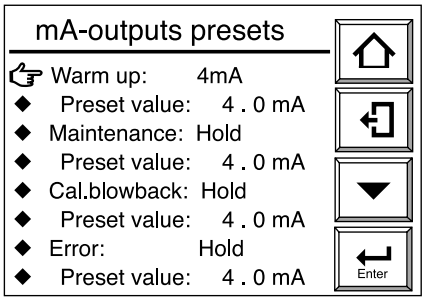

Figura 8.2 Display mA-outputs presets
(1) Premere il tasto Configurazione nel display base per visualizzare il display Esecuzione/Configurazione. Selezionare quindi Setup nel display Esecuzione/ Configurazione. Selezionare quindi la configurazione uscita mA e quindi il display mA-output preset di cui alla figura 8.2.